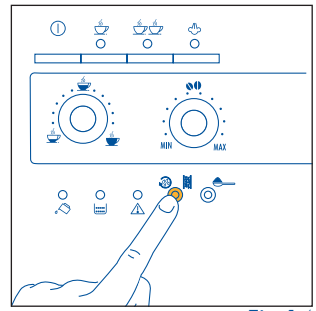

Fig.14
1) *Si, la machine à peine en marche, vous devez faire une tasse de café serré (moins de 60 cc) utilisez l'eau chaude du rinçage pour préchauffer les tasses (voir conseil § 4.3 point 5). Si, en revanche, il s'est écoulé plus de 2/3 minutes depuis le dernier café fait, vous devrez préchauffer l'infuseur avant de faire un autre café, en appuyant sur la touche (fig. 14). Laissez couler l'eau dans l'égouttoir*